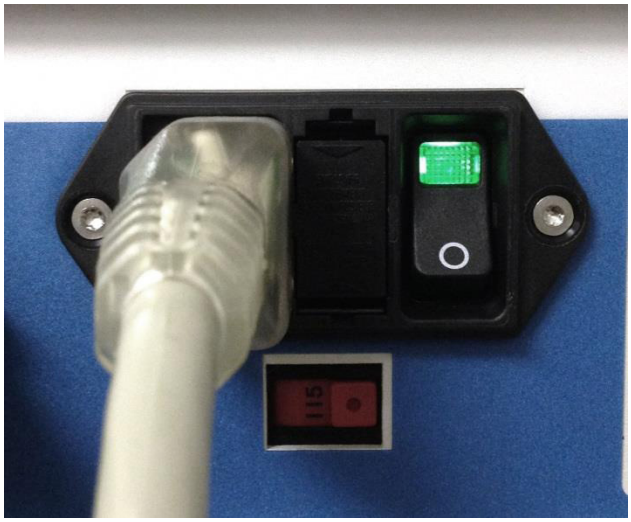

Figura 10: Pornirea unității AtriCure cryoICE BOX de la întrerupător
- Porniți unitatea *cryo*ICE BOX cu ajutorul întrerupătorului situat în partea din spate, conform indicațiilor din Figura 10. Întrerupătorul general este utilizat pentru a conecta alimentarea de la rețea (Pornire) sau pentru a deconecta alimentarea de la rețea (Oprire) a unității *cryo*ICE BOX.